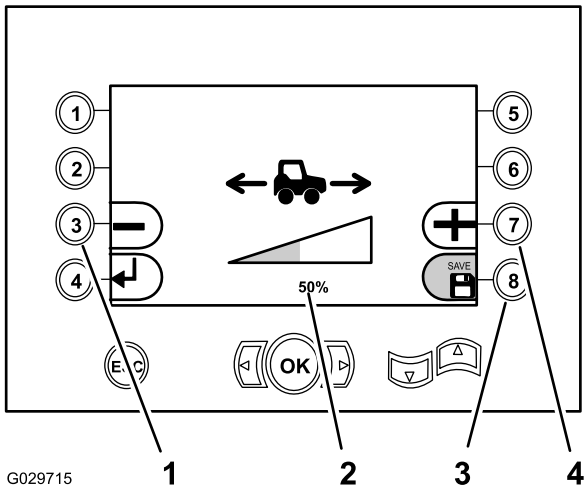

Bild 41
- Drücken Sie die Taste 3 (Bild 41), um den Prozentsatz der Fahrgeschwindigkeit, die Sie mit dem Joystick für den Hilfsantrieb einstellen können, zu verringern (Absenken auf 15 % der Fahrgeschwindigkeit, die Sie mit dem Fußpedal einstellen).
- Drücken Sie Taste 7 (Bild 41), um den Prozentsatz der Fahrgeschwindigkeit, die Sie mit dem Joystick für den Hilfsantrieb einstellen, zu erhöhen.
3. Drücken Sie die Taste 8, um die Einstellung zu speichern (Bild 41).